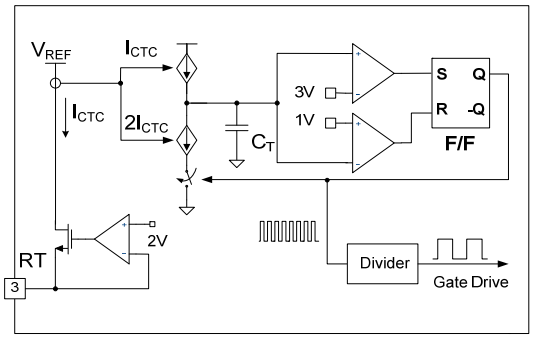

Figure 19. Current-Controlled Oscillator
2. Internal Oscillator: FSFR-HS series employs a current-controlled oscillator, as shown in Figure 19. Internally, the voltage of the RT pin is regulated at 2 V and the charging / discharging current for the oscillator capacitor, C_T, is obtained by copying the current flowing out of the RT pin (I_{CTC}) using a current mirror. Therefore, the switching frequency increases as I_{CTC} increases.